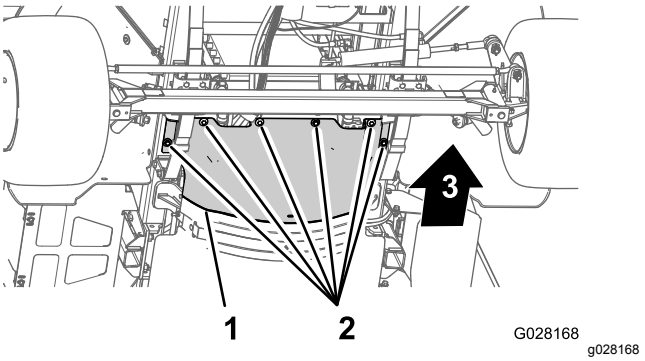

Figur 59
3. Ta bort de sex sexkantsskruvarna och sex brickorna som fäster den främre värmeskölden till chassit och ta bort skölden (Figur 59).